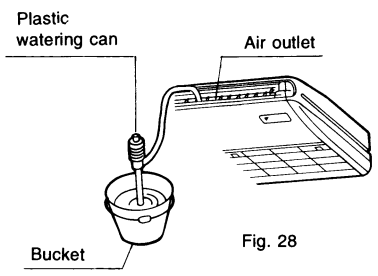

Fig. 28
(2) Confirm that smooth drainage is achieved after the piping work.
- Add 600 cc of water in the drain pan from the air outlet for confirming drainage. (Refer to Fig. 28)